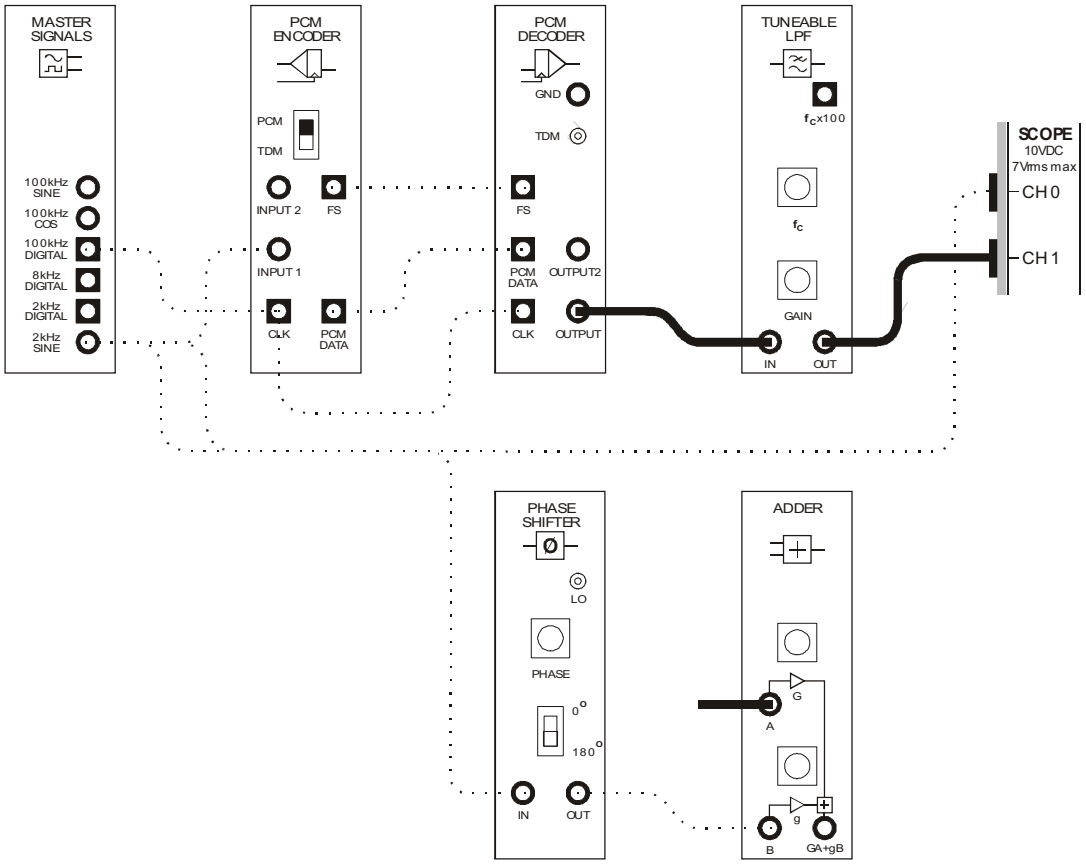

Figure 11
47. Modify the set-up as shown in Figure 11 on the next page.